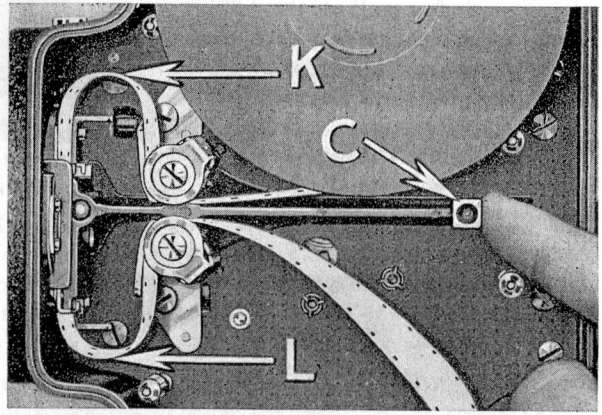

Figure 9
8. Inspect the upper and lower film loops, K and L, Figure 9. They should be of the size shown, their extremities being about ¼ inch from the metal camera shell. Correct their size if necessary by drawing the film forward or backward over the lower sprocket.
10. Make sure that the leader perforations are still engaged with the teeth of both feed and take-up sprockets and with the shuttle teeth and that the loops are still of the size described in paragraph 8. Then close the film gate by pushing the film gate arm C forward as far as it will go. Be careful not to stop at the intermediate point. The gate should be pushed up snugly against the film. This operation is shown just completed in Figure 9.